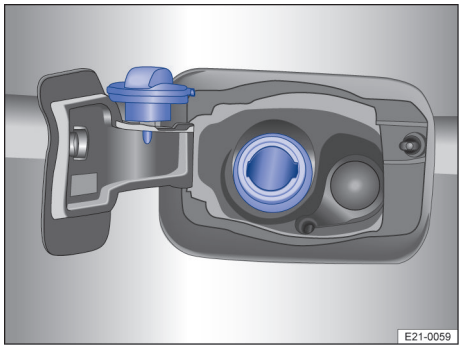

Fig. 163 Sur le côté gauche du véhicule : trappe à carburant avec bouchon de réservoir ouvert
4. Dévissez le bouchon de réservoir et accrochez-le dans l'ouverture prévue à cet effet sur la trappe à carburant → fig. 163.